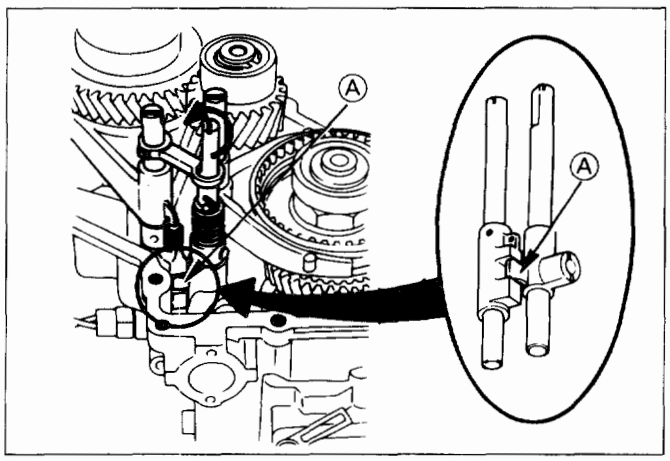

Fig. 7B-24
(3) The cut-away portion of select rod head Ⓑ should align with that of the rear case hole's stopper © (Fig. 7B-25).